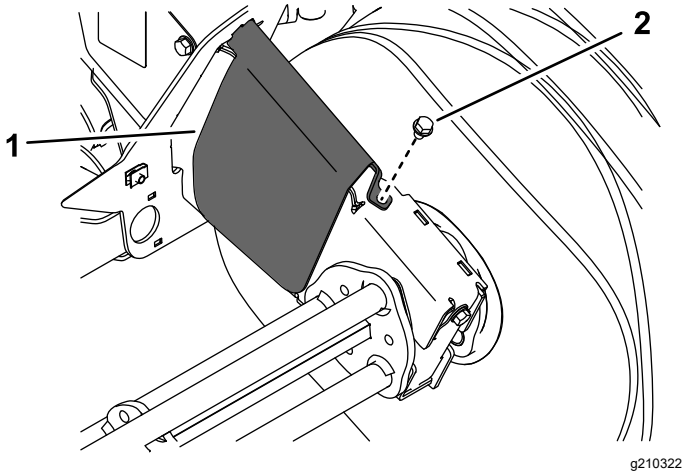

Figure 25
Replace the bristles when they are worn to a 33 cm (13 inch) diameter from the original 51 cm (20 inch) diameter. Check the condition of the wear plate when you replace the bristles (see Figure 25); if the wear plate is worn through, replace it.
11. If you are replacing the wear plate, remove the bolt and wear plate, and use the bolt to install the new wear plate (Figure 25).